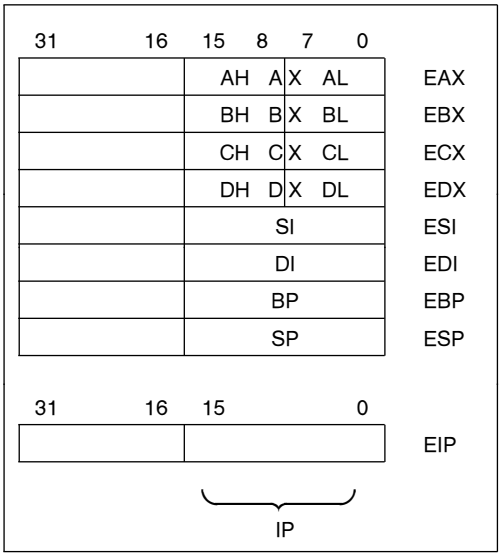

**Figure 2-2. General Registers and Instruction Pointer**
**General Purpose Registers:** The eight general purpose registers of 32 bits hold data or address quantities. The general registers, Figure 2-2, support data operands of 1, 8, 16, 32 and 64 bits, and bit fields of 1 to 32 bits. They support address operands of 16 and 32 bits. The 32-bit registers are named EAX, EBX, ECX, EDX, ESI, EDI, EBP, and ESP.
The instruction pointer, Figure 2-2, is a 32-bit register named EIP. EIP holds the offset of the next instruction to be executed. The offset is always relative to the base of the code segment (CS). The lower 16 bits (bits 0–15) of EIP contain the 16-bit instruction pointer named IP, which is used by 16-bit addressing.